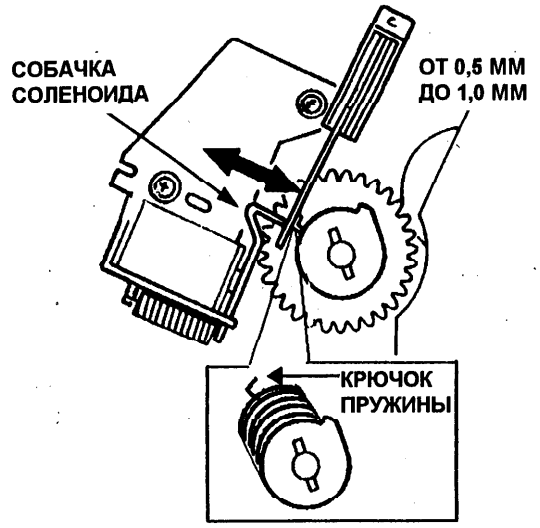

Рис. 1. Регулировка соленоида подачи
11. Не нажимая на собачку, измерьте расстояние между крючком пружины муфты и собачкой соленоида. Величина зазора должна составлять от 0,5 мм до 1,0 мм (Рис. 1).